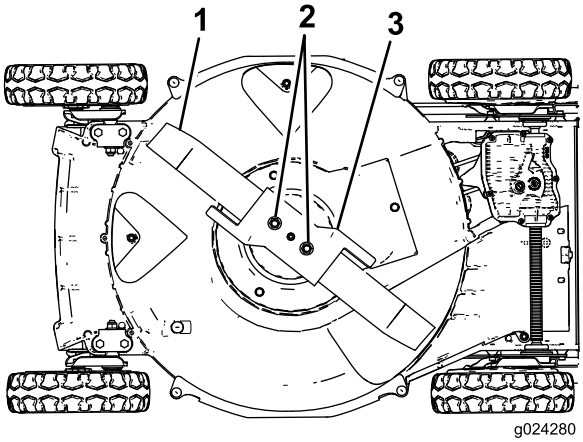

Figuur 27
5. Kantel de maaimachine **op zijn rechterkant** met het luchtfilter naar boven; zie Figuur 27.